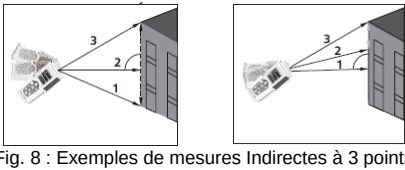

Fig. 8 : Exemples de mesures Indirectes à 3 points
3. Placer l'instrument dans le point le plus bas (1) de la mesure (voir Fig. 8) et appuyer sur la touche MEAS. Le résultat est affiché au premier écran partiel. Le symbole « » s'affiche à l'écran avec côté « 2 » clignotant.
4. Placer l'instrument de la façon la plus horizontale possible (2) de la mesure (voir Fig. 8) et appuyer sur la touche MEAS pour exécuter la mesure. Le résultat est affiché au deuxième écran partiel. Le symbole « » s'affiche à l'écran avec côté « 3 » clignotant.
5. Placer l'instrument dans le point le plus haut (3) de la mesure (voir Fig. 8) et appuyer sur la touche MEAS pour exécuter la mesure.